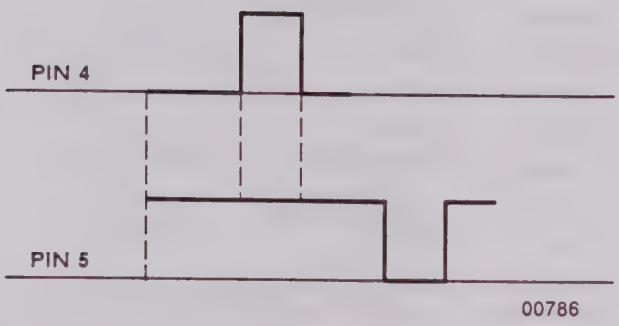

Figure 3.18. Amplifier Z1 Input
3. Check Z1 input at pins 5 and 4. Should look like Figure 3.18.